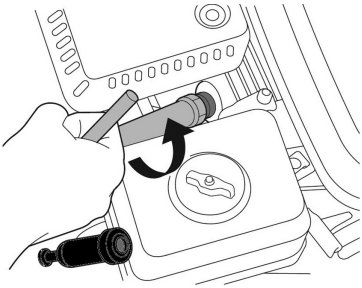

Рис. 23 Обслуживание свечи зажигания
2. Открутите свечу зажигания свечным ключом (Рис. 23).